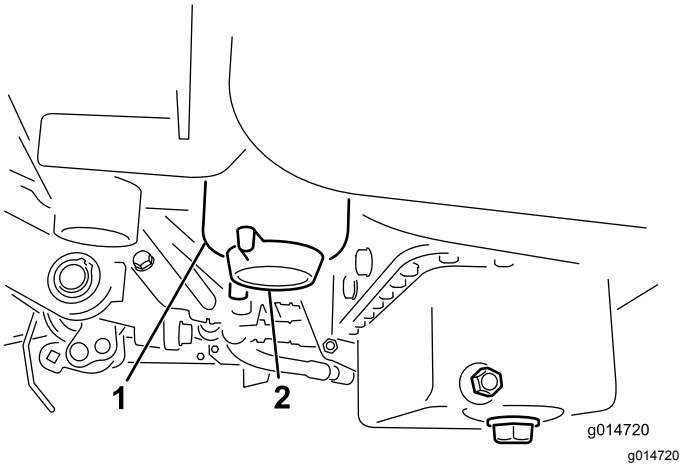

Figur 30
2. Rengør området, hvor filterskålen monteres (Figur 30).
4. Åbn filteraftapningsventilen (Figur 30).